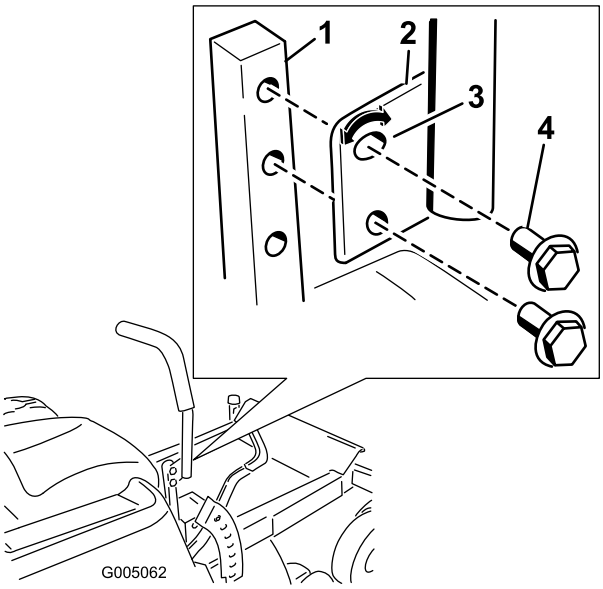

Figur 19
1. Lossa de 2 skruvar som håller fast reglagespaken vid reglagearmen (Figur 19).
2. Flytta reglaget till nästa hålpar. Fäst reglaget med de 2 bultarna (Figur 19).
2. Lossa på den nedre bulten bara så mycket att du kan svänga reglagespaken framåt och bakåt (Figur 19). Dra åt båda bultarna ordentligt för att säkra spaken i det nya läget.